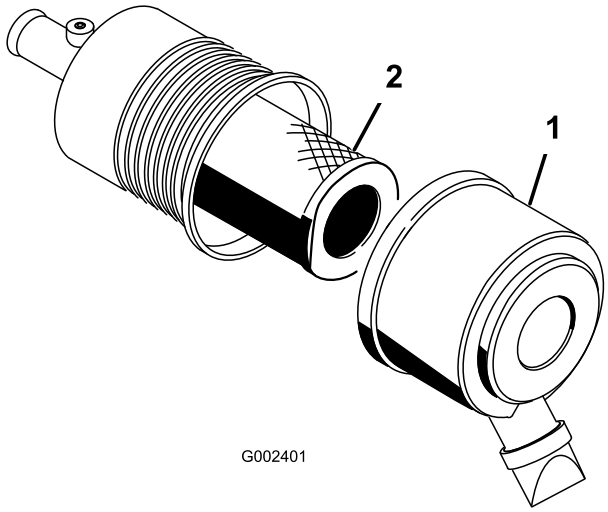

Rysunek 42
1. Zwolnij zatrzaski znajdujące się na filtrze powietrza i zdejmij pokrywę filtra powietrza z obudowy filtra (Rysunek 42).
3. Delikatnie wysuń główny filtr powietrza z obudowy (Rysunek 42).
6. Gdy wymieniasz filtr zabezpieczający, ostrożnie wsuwaj nowy filtr do obudowy (Rysunek 42).
7. Ostrożnie wsuń filtr główny na filtr zabezpieczający (Rysunek 42).
8. Załóż pokrywę filtra powietrza bokiem do góry i zabezpiecz zatrzaskami (Rysunek 42).